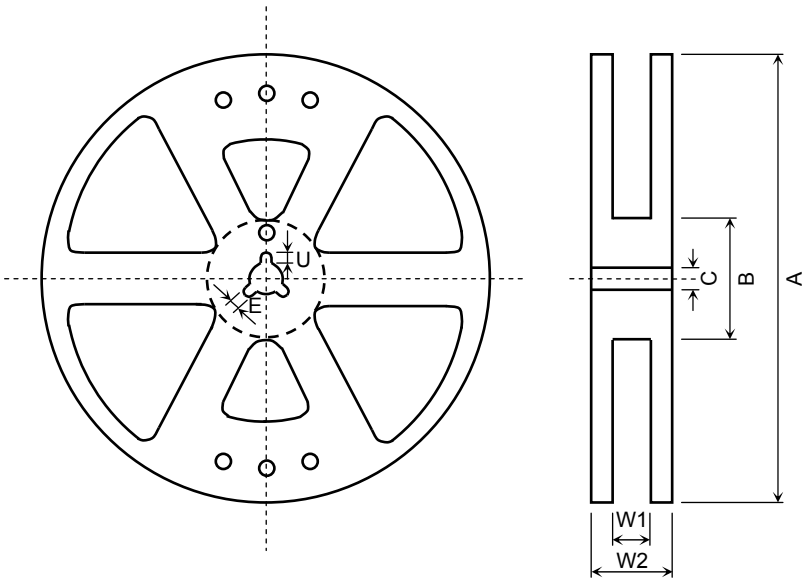

図 3　リール形状
(1) 材　質: プラスチック
(2) 寸　法: 図 3 および表 3 に示します。